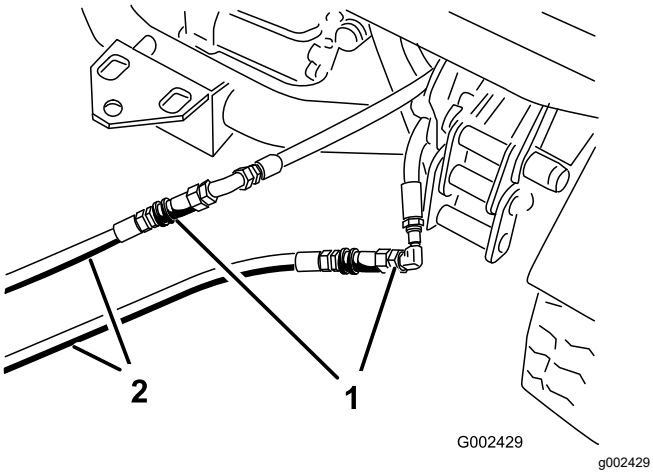

Figura 74
3. Na máquina parada, ligue as duas mangueiras de ligação às mangueiras que foram desligadas (Figura 74).